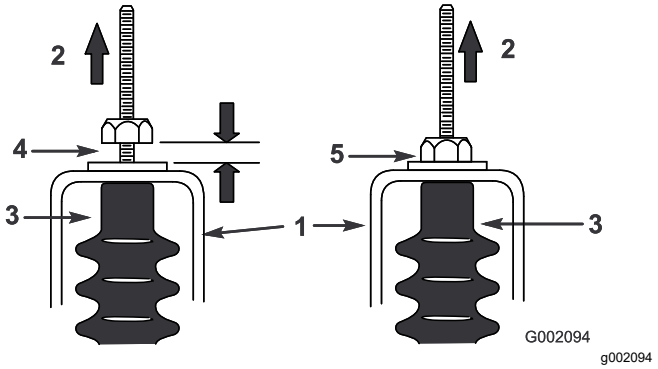

Figur 60
5. Træk begge skiftekabler op for at sikre, at der er en afstand på 0,76-1,52 mm mellem møtrikken/spændeskiven og den neutrale konsol (Figur 60).